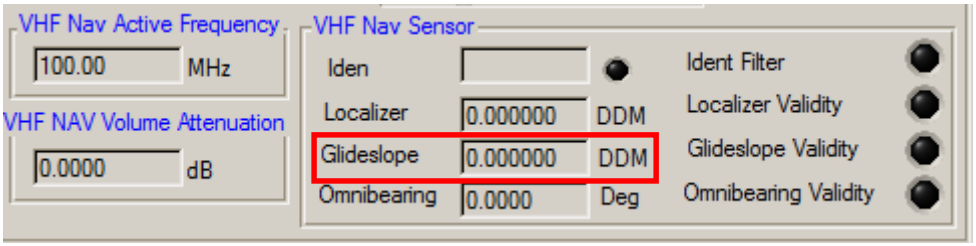

Figure 21 DDM reading
3) Now confirm the alignment by reading the GS DDM output. The DDM reading should be 0.000 +/- 0.0001. (Figure 21)